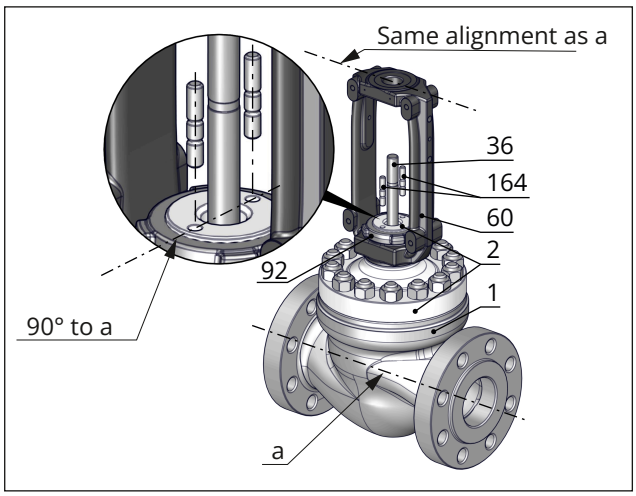

**Fig. 26:** *Alignment of bonnet on the valve body and alignment of yoke on the bonnet*
2. Fasten the travel indicator scale (84) with hanger (83) and warning label (255), if applicable, to the yoke using the screws (82). While fastening it, position the travel indicator scale (84) on the hanger (83) according to Table 8.
3. Screw tight the holder (302) using the screws (306) and washers (308). Observe the tightening torques specified in Table 7.
4. Place the yoke (3) on the bonnet in such a way that the two holes on the top of the bonnet are aligned with the open sides of the yoke (see Fig. 26).
5. Fasten the yoke (3) using the castellated nut (92).
a) Place the packing flange (162) over the studs (164) of the valve bonnet (2/21) on the packing follower (8).
b) Thread the two packing nuts (163) (including disk springs when packing flange is loaded by external spring elements) onto the studs (164) and finger-tighten them. In the version with spring-loaded packing, the packing nuts (163) must be guided through the holes in the packing flange.